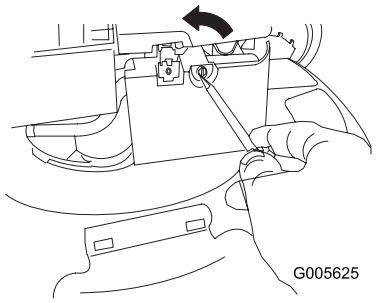

Figura 29
1. Utilize uma chave de parafusos para abrir a tampa do filtro de ar (Figura 29).